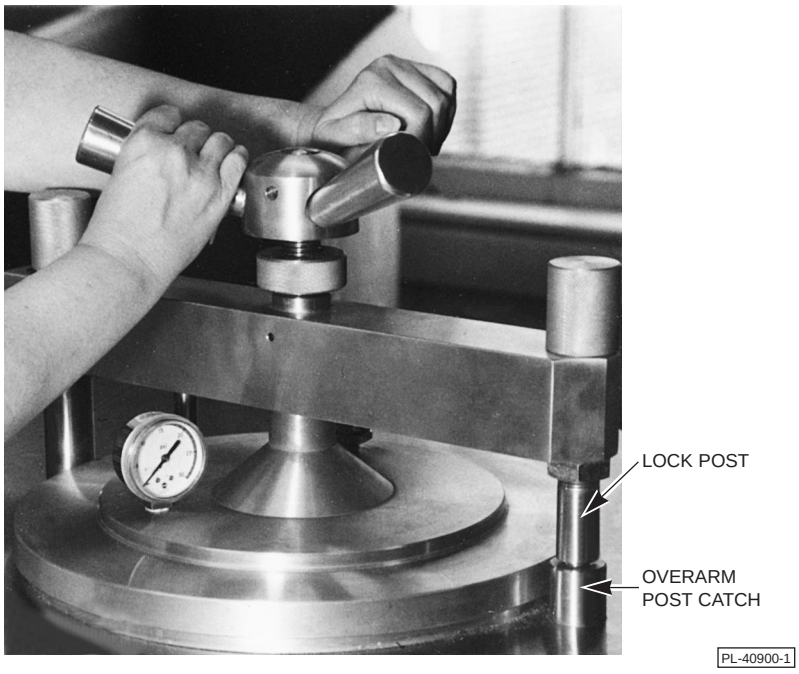

Fig. 10
5. When the desired amount of food is placed in the pressure fryer, give the basket one more swirl in the oil. Close the lid. **Make sure the lock post is fastened in the overarm post catch (Fig. 10).** Tighten the handle.